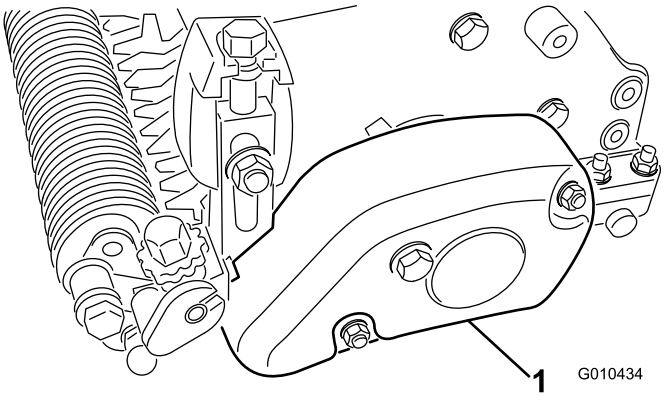

Figur 20
3. Monter remskærmen på trimmerhuset med to låsemøtrikker (M8) som vist i Figur 20.